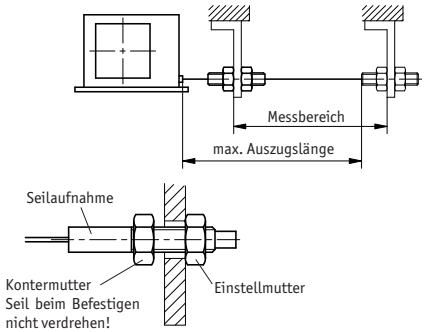

Abb. 2: Prüfung Auszugslänge
- Nach der Befestigung des Seilzuggebers ist die maximale Auszugslänge zu prüfen (Abb. 2). Das Seilabschluss-Stück bzw. das Seil muss dazu bis an die vorgesehene Befestigungsstelle ausgezogen werden. Das Seil darf dabei nicht verdreht werden.
Das Seil muss lotrecht zum Seilausgang geführt werden (Abb. 2).